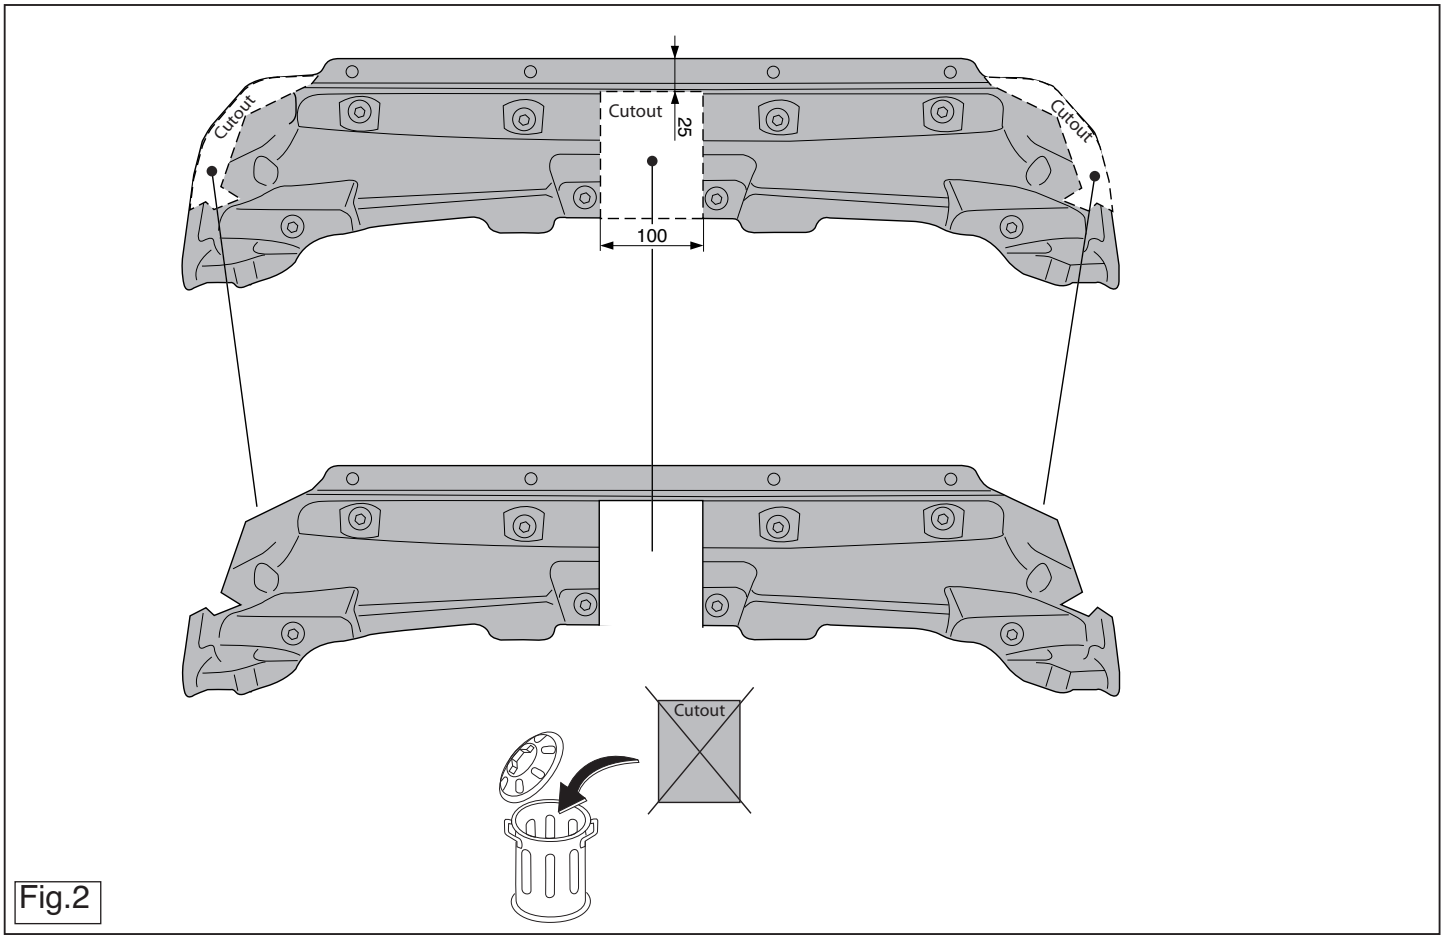

Fig.2
7. Saw a portion out of the heat shield as shown in figure 2.
7. Gemäß der Abbildung 2 ein Stück aus dem Hitzeschild sägen.